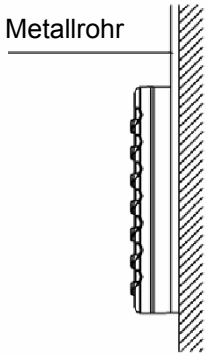
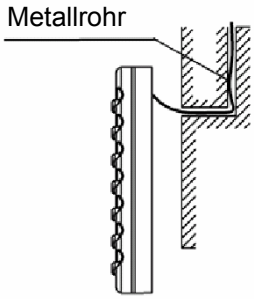

Abb. 39: Oberflächen-montage des Kabels
Abb. 40: Versteckte Montage des Kabels
3. Bei Oberflächenmontage des Kommunikationskabels ist dieses in einem geeigneten, an der Wand befestigten Metallrohr zu verlegen (siehe Abb. 39); bei versteckter Montage ist ein geeignetes Rohr in die Wand einzubauen (Abb. 40).